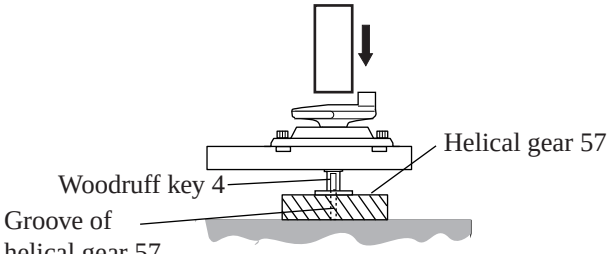

Fig. 30
(4) Aligning the cut portion of helical gear 57 with the woodruff key 4, mount helical gear 57 to crank shaft by pressing crank shaft with arbor press. See Fig. 30.